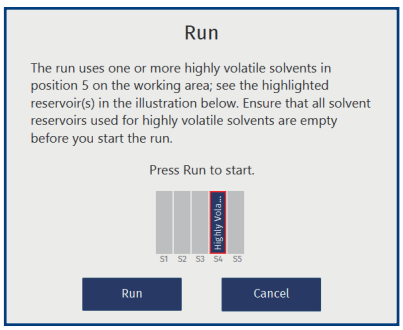

图 58. 在工作区的溶剂槽 S4 中使用高挥发性溶剂时的 Run 对话框。
38. 将高挥发性溶剂分配给位于位置 **5** 的溶剂槽时，其位置在 **Run** 对话框中突出显示（请参阅图 58）。确保所有突出显示的溶剂槽为空。